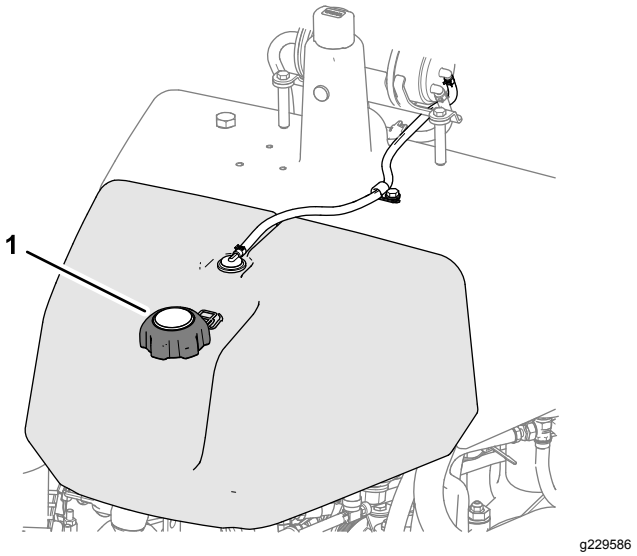

Figura 24
1. Pulite attorno al tappo del serbatoio del carburante e rimuovetelo (Figura 24).